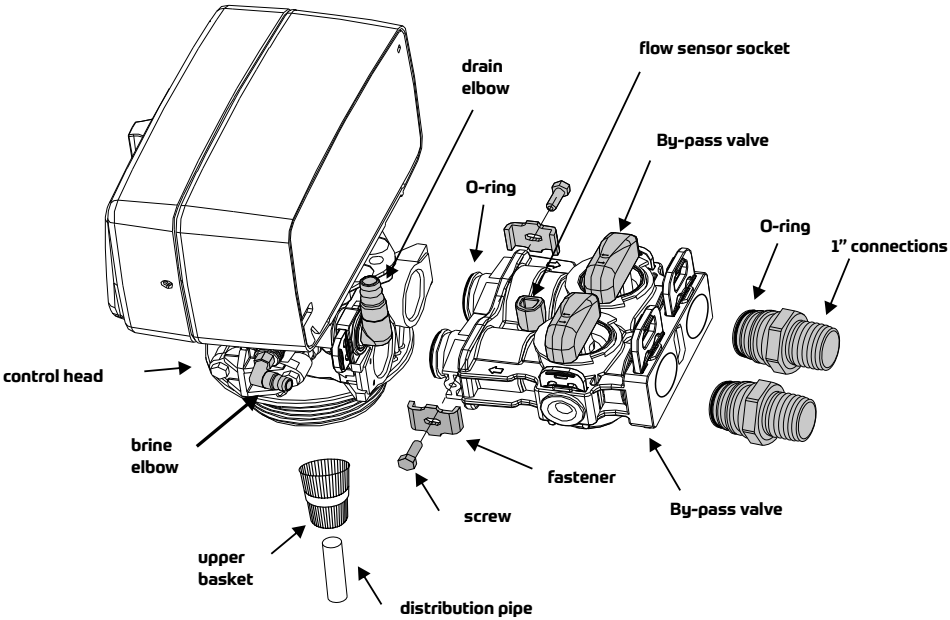

Fig. 3. By-pass connection
3. Install the upper basket (*Fig. 3. By-pass installation*)
5. Attach the by-pass valve using clamps (*Fig. 3. By-pass installation*)
6. Install the brine hose to the brine elbow (*Fig. 3. By-pass installation*)